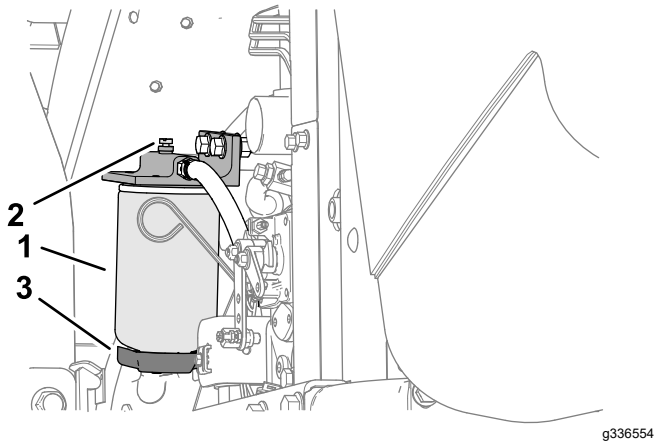

Figur 66
4. Løsn aftapningsventilen i bunden af filterskålen (Figur 66).
3. Rengør området, hvor filterskålen monteres (Figur 66).